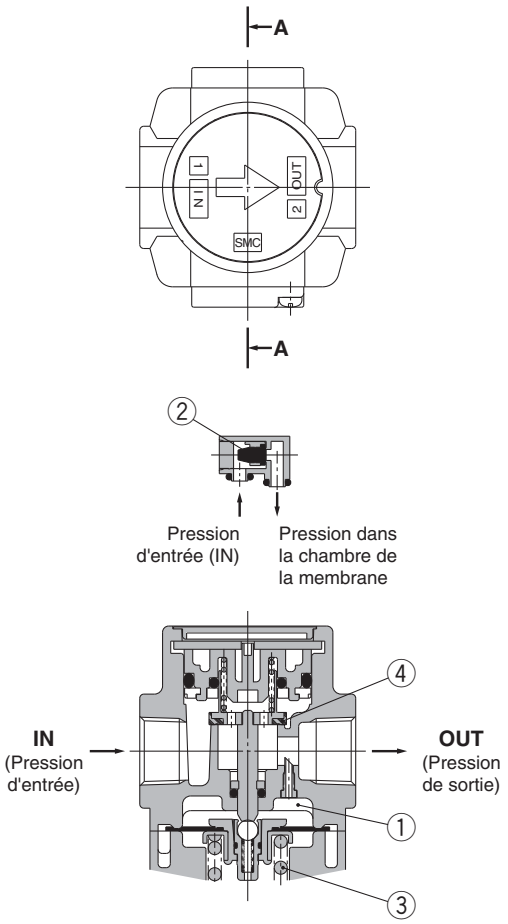

Figure 1 Fonctionnement normal
Lorsque la pression à l'admission est plus élevée que la pression de réglage, le clapet antiretour ② se ferme et fonctionne comme un régulateur normal (Figure 1).